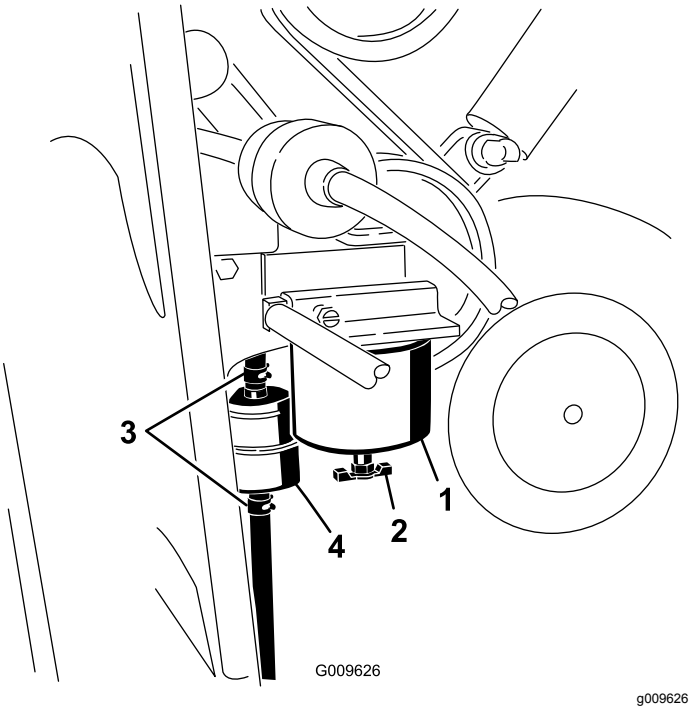

Rysunek 35
3. Zlokalizuj filtr paliwa po prawej stronie silnika (Rysunek 35) i umieść czysty pojemnik pod filtrem paliwa.
4. Zlokalizuj filtry paliwa po prawej stronie silnika (Rysunek 35) i umieść pod nimi czysty pojemnik.
5. Wyczyść obszar wokół uchwytów wkładu filtra (Rysunek 35).
6. Wyjmij wkład filtra i oczyść jego powierzchnię montażową (Rysunek 35).
9. Przykręcaj ręcznie wkład filtra, aż uszczelka zetknie się z powierzchnią montażową, a następnie obróć o dodatkowe pół obrotu (Rysunek 35).
10. Zlokalizuj filtr przelotowy po lewej stronie obudowy filtra paliwa (Rysunek 35) i zwróć uwagę na kierunek przepływu wskazywany przez strzałkę z boku filtra przelotowego.
11. Rozłącz obejmy po obu końcach filtra przelotowego i zsuń z niego przewody (Rysunek 35). Wyrzuć filtr.
12. Nasuń przewody na króćce nowego filtra (Rysunek 35), upewniając się, że strzałka na filtrze jest skierowana w kierunku silnika lub elektrycznej pompy paliwa.